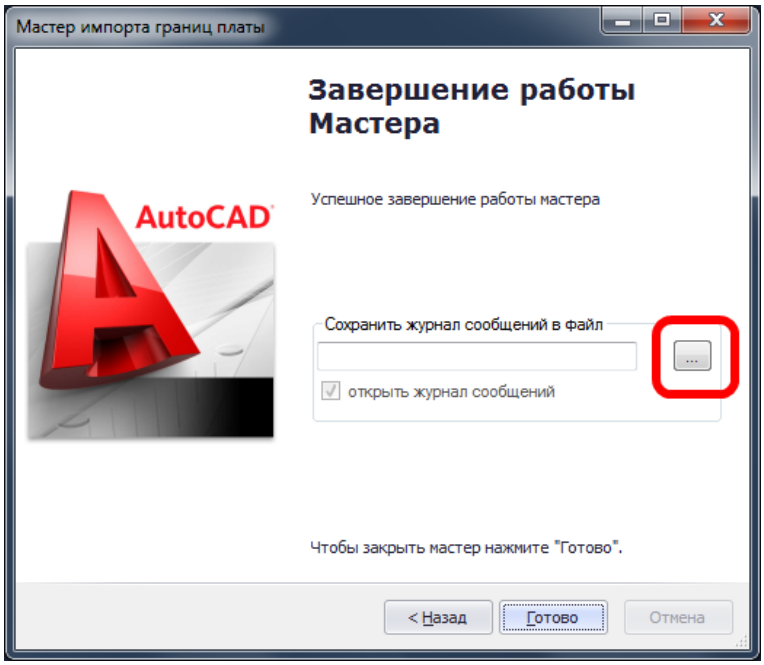

Рис. 699. Заключительное окно мастера импорта
10. В заключительном окне мастера, см. Рис. 699, будет предложено создать и просмотреть текстовый файл, содержащий протокол импорта и завершить импорт.
Для сохранения текстового файла с протоколом импорта необходимо нажать кнопку ... - «Выбор» (отмеченную на Рис. 699).